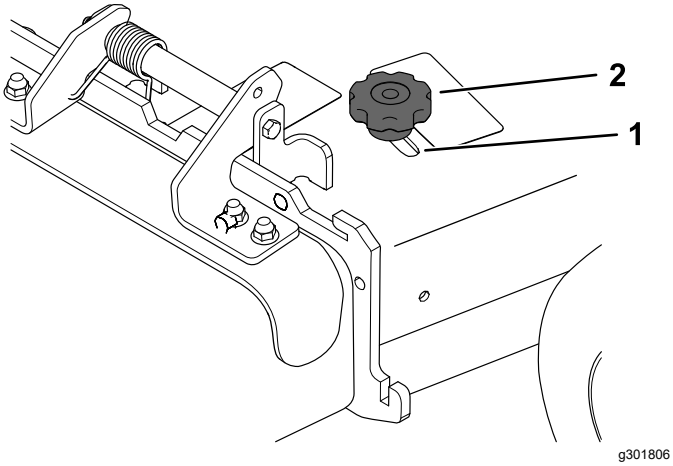

Figura 29
3. Para ajustar el deflector, afloje el pomo (Figura 29).